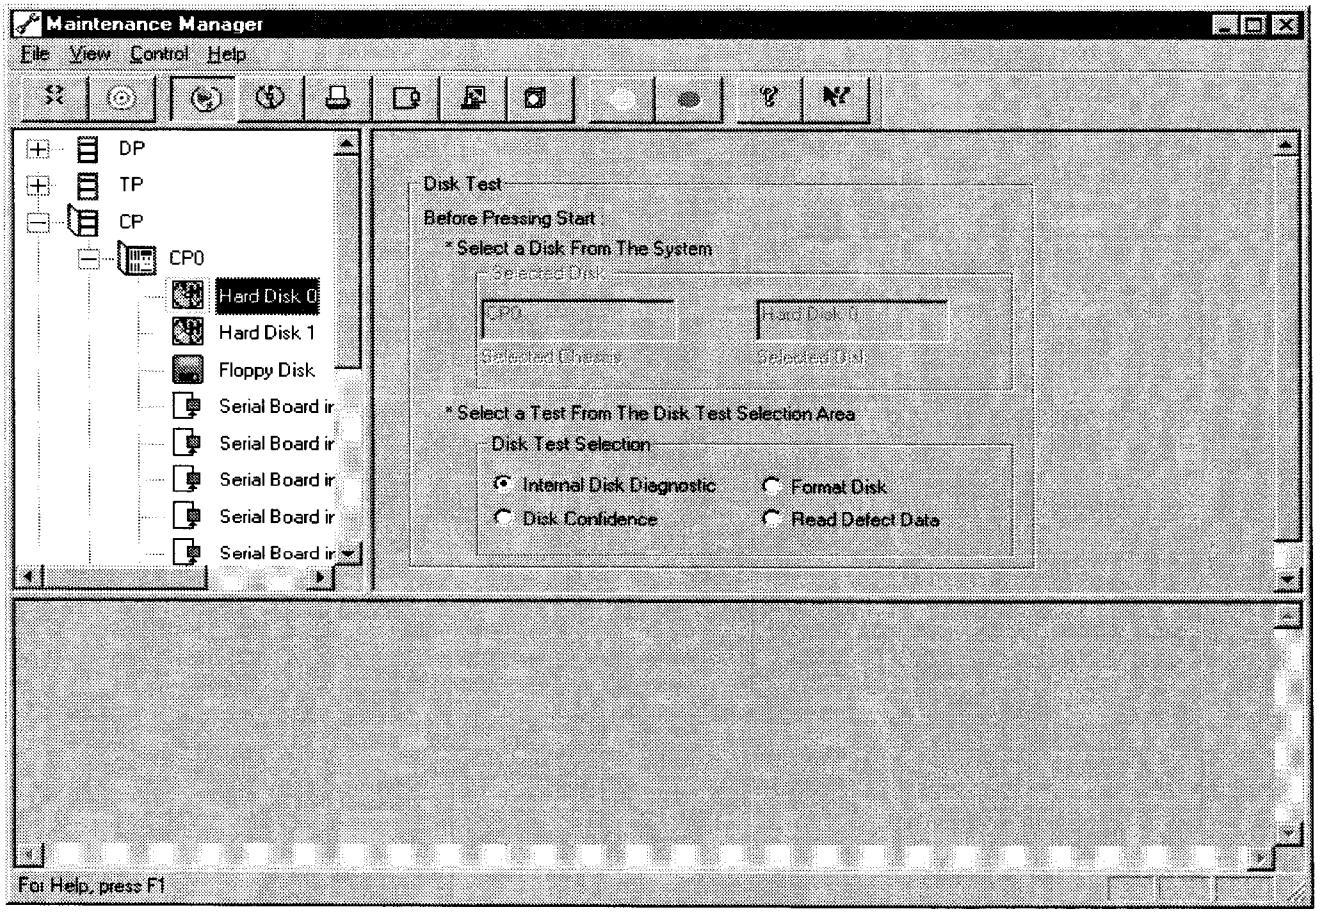

FIGURE 4-l 41. DISK TEST WINDOW
(1) Disk Test. Performs functional verification of the logic circuitry and data paths associated with the hard disks, floppy disks, or optical disks in the operational chassis (Figure 4-l 41).